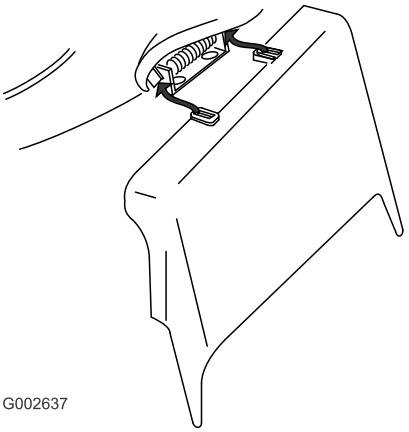

Figuur 35
3. Monteer de zijafvoer en sluit het deurtje op de tunnel (Figuur 35).